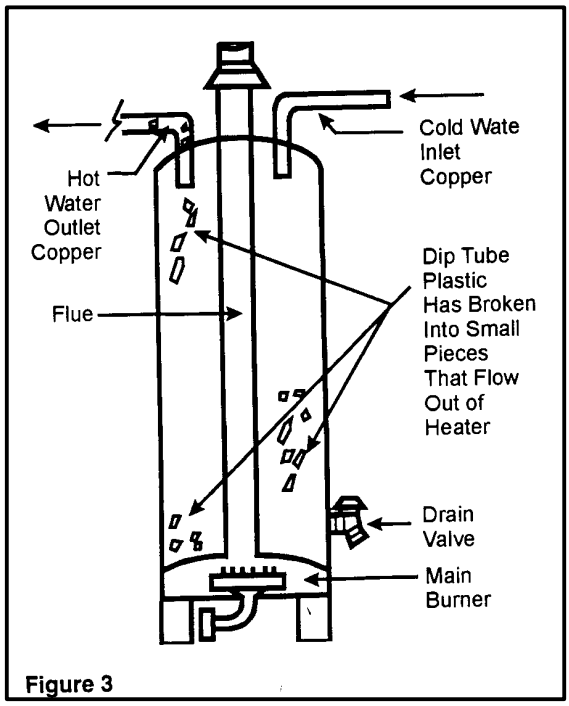

Figure 3
*Figure 3* shows that over time, the dip tube continues to change. Cracks and fractures form all over the dip tube surface. The turbulence created inside the tank breaks the tube into increasingly smaller pieces. The pieces are eventually flushed out of the tank through the hot water outlet. The missing dip tube also reduces the supply of hot water.